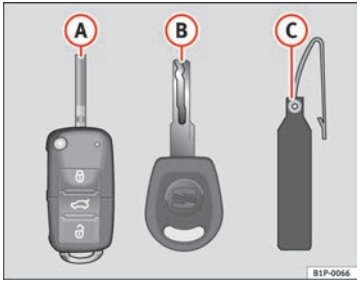

Fig. 45 Set of keys
- a remote control key ⇒ fig. 45 (A)
- a key without remote control (B),
- a plastic key tab* (C).